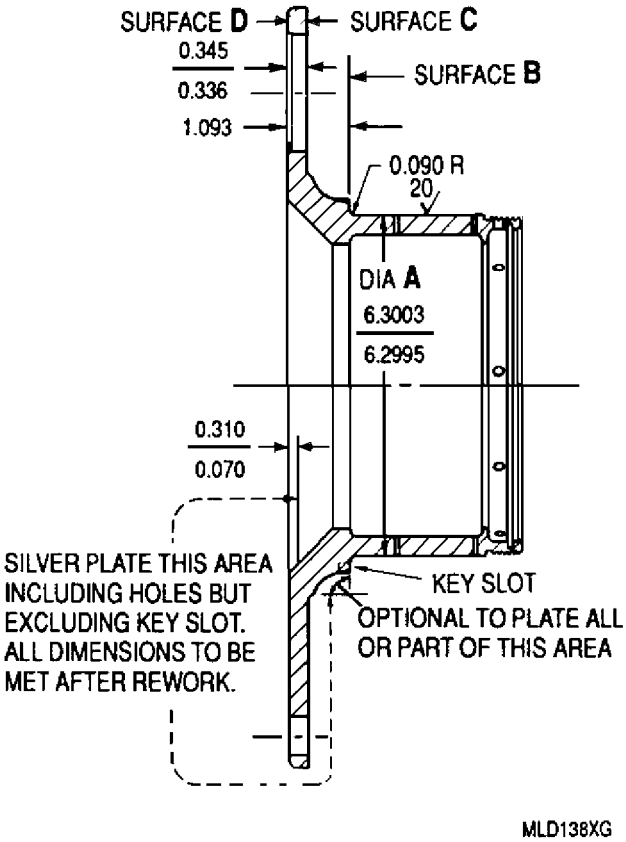

Figure 1. Planet Rear Carrier Flange and Bearing Journal − Repair
7. Flange Repair. (figures 1 and 2)
b. Strip silver plate from flange Surfaces C and D per WP 018 00 (figure 1).
(1) Maximum material removal shall not exceed 0.005 in.
(2) Surface texture after grinding shall be 32 RMS or finer.
(3) Smooth and polish all sharp edges.
(4) Case hardness after grinding shall be 15N85 minimum.
g. Silver plate ground areas within enclosed area limits per WP 018 00 (figure 1). Plating thickness shall be 0.0001 − 0.0003 in.
8. Planet Gear Bores − Repair. (figures 1 and 2)
i. Silver plate flange enclosed area per WP 018 00 (figure 1). Plating thickness shall be 0.0001 − 0.0003 in.